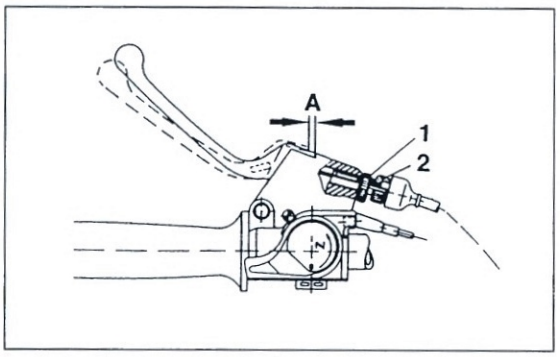

Bild 28
● Gummitülle ② etwas zurückschieben und Mass B 75 ± 1 mm an Stellschraube ② Bild 28 (nach Lösen der Gegenmutter ①) am Handhebel einstellen.
- Am Handhebel (Bild 28) Spiel «A» mit Stellschraube ② einstellen. Gegenmutter wieder anziehen.